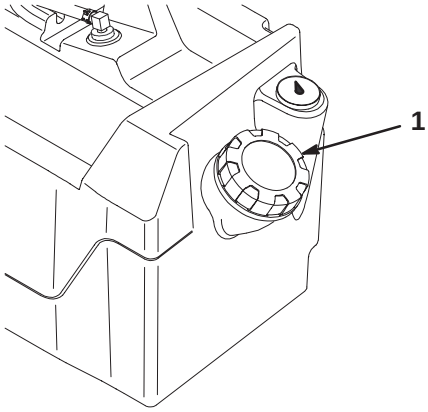

Figur 12
2. Gör rent omkring tanklocket (figur 12).